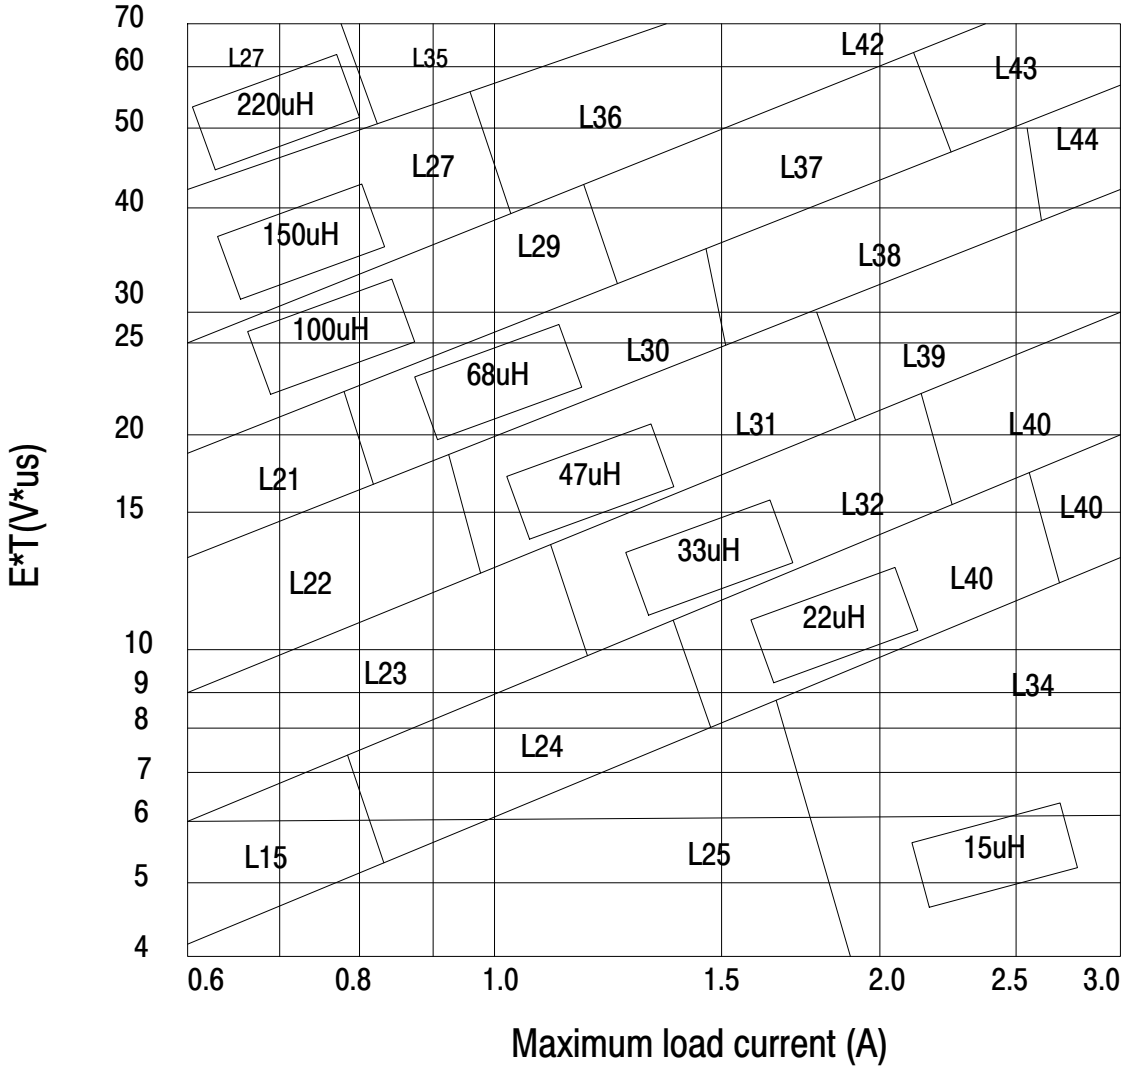

Figure 18. Inductor Value Selection Guides (For Continuous Mode Operation)
4. Inductor Selection (L1) **A.** Use the following formula to calculate the inductor Volt x microsecond [V x μs] constant: $E \times T = \left(V_{IN} - V_{OUT} - V_{SAT}\right) \times \frac{V_{OUT} + V_D}{V_{IN} - V_{SAT} + V_D} \times \frac{1000}{150\ kHz} (V \times \mu s)$ **B.** Match the calculated E x T value with the corresponding number on the vertical axis of the Inductor Value Selection Guide shown in Figure 18. This E x T constant is a measure of the energy handling capability of an inductor and is dependent upon the type of core, the core area, the number of turns, and the duty cycle. **C.** Next step is to identify the inductance region intersected by the E x T value and the maximum load current value on the horizontal axis shown in Figure 18. **D.** Select an appropriate inductor from Table 3. The inductor chosen must be rated for a switching frequency of 150 kHz and for a current rating of 1.15 x I_{Load}. The inductor current rating can also be determined by calculating the inductor peak current: $I_{p(max)} = I_{Load(max)} + \frac{\left(V_{in} - V_{out}\right) t_{on}}{2L}$ where t_{on} is the "on" time of the power switch and $t_{on} = \frac{V_{out}}{V_{in}} \times \frac{1.0}{f_{osc}}$	**4. Inductor Selection (L1)** **A.** Calculate E x T [V x μs] constant: $E \times T = (12 - 5 - 1.5) \times \frac{5 + 0.5}{12 - 5 + 0.5} \times \frac{1000}{150\ kHz} (V \times \mu s)$ $E \times T = (5.5) \times \frac{5.5}{7.5} \times 6.6 (V \times \mu s)$ **B.** E x T = 27 [V x μs] **C.** $I_{Load(max)}$ = 3.0 A Inductance Region = L40 **D.** Proper inductor value = 33 μH Choose the inductor from Table 3.
To simplify the inductor selection process, an inductor selection guide for the LM2596 regulator was added to this data sheet (Figure 18). This guide assumes that the regulator is operating in the continuous mode, and selects an inductor that will allow a peak−to−peak inductor ripple current to be a certain percentage of the maximum design load current. This percentage is allowed to change as different design load currents are selected. For light loads (less than approximately 300 mA) it may be desirable to operate the regulator in the discontinuous mode, because the inductor value and size can be kept relatively low. Consequently, the percentage of inductor peak−to−peak current increases. This discontinuous mode of operation is perfectly acceptable for this type of switching converter. Any buck regulator will be forced to enter discontinuous mode if the load current is light enough.